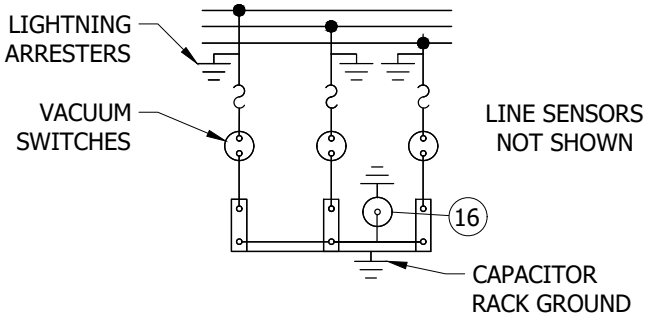
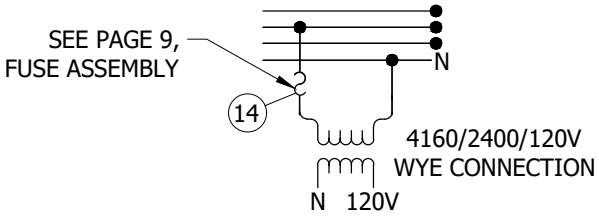

FIGURE 3
FIGURE 4
(M) SEE FIGURE 2 FOR ALTERNATE DEADEND CONSTRUCTION, FIGURE 3 FOR WIRING DIAGRAM, AND FIGURE 4 FOR POTENTIAL TRANSFORMER CONNECTION.